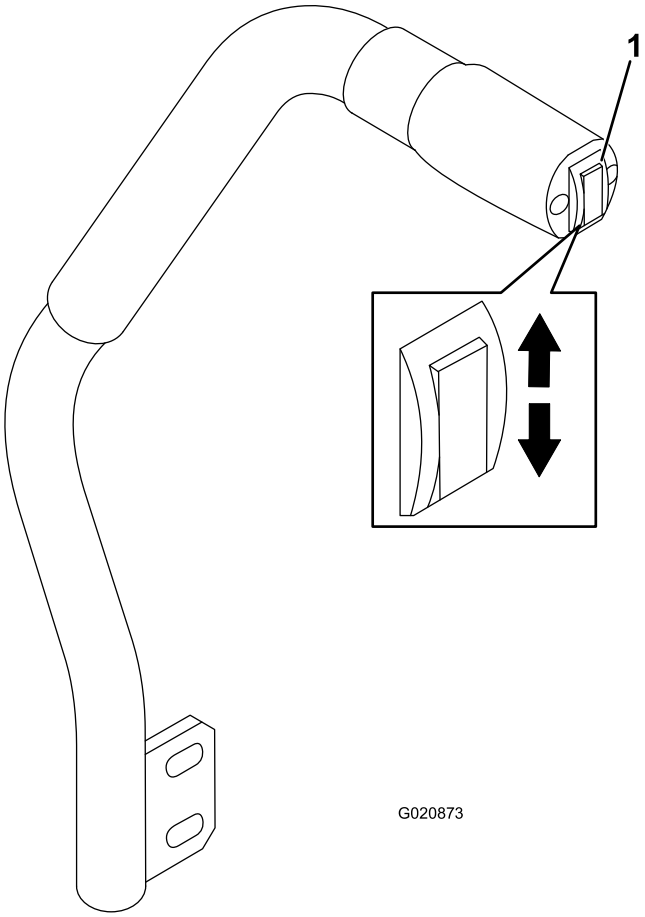

Rysunek 18
Przełącznik podnoszenia podwozia podnosi i opuszcza podwozie kosiarki (Rysunek 18). Aby użyć tej dźwigni, silnik musi znajdować się w trybie pracy.
- Aby opuścić podwozie kosiarki, naciśnij przełącznik podnoszenia podwozia (Rysunek 18).
- Aby podnieść podwozie kosiarki, pociągnij przełącznik podnoszenia podwozia w górę (Rysunek 18).
1. Przy pracującym silniku pociągnij przełącznik podnoszenia podwozia w górę i zaczekaj na jej pełne podniesienie, a następnie **natychmiast zwolnij przełącznik** (Rysunek 18).